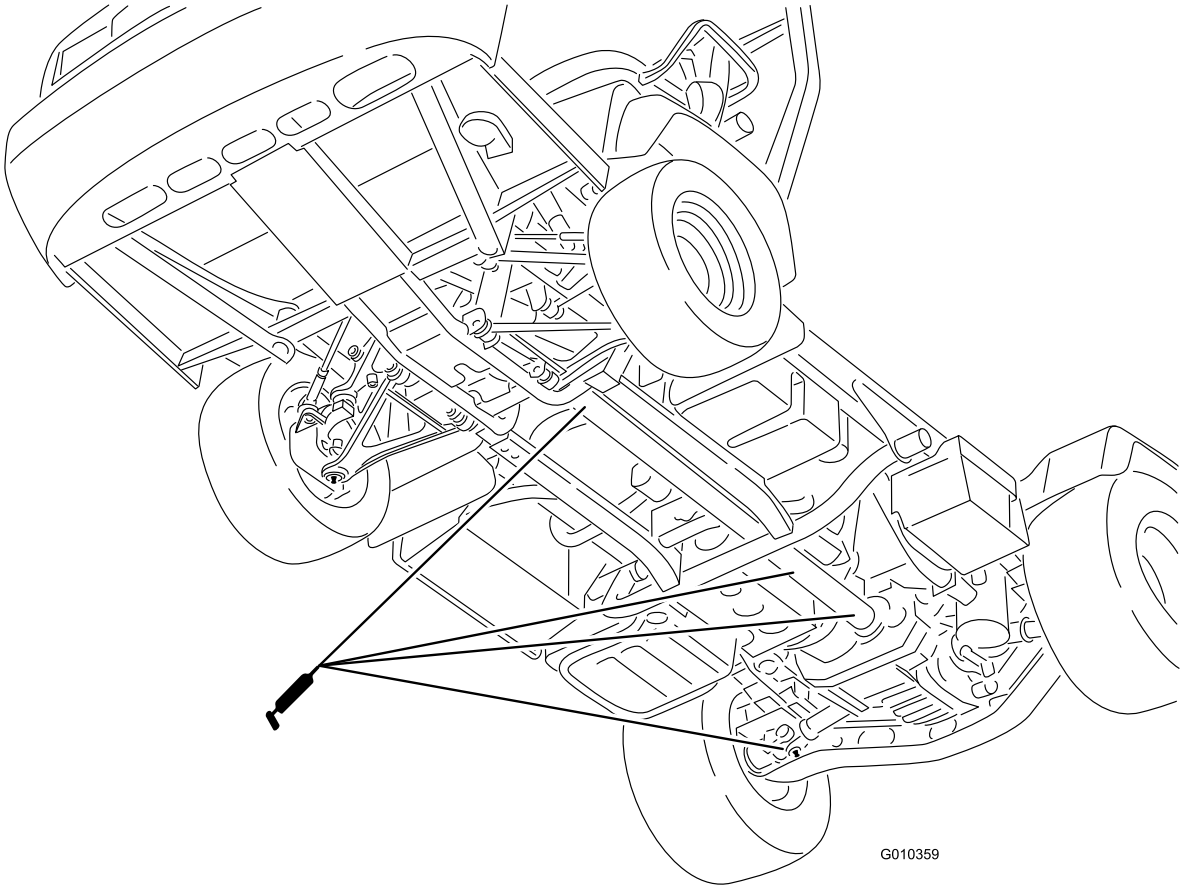

Figur 41
- U-samling (18) og 4-hjuls-drivaksel (3) (Figur 41)